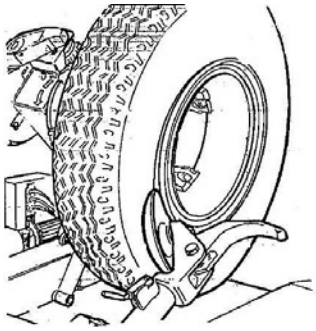

Рис. 7.19
7) Поместите разъемное кольцо на обод, а затем установите стопорное кольцо при помощи диска, как показано на рис. 7.19.
9) Установите стопорное кольцо на ободе при помощи диска, как показано на рис. 7.19. Установите подвес держателя инструмента в нерабочее положение и полностью закройте кулачки шпинделя. Поддерживайте колесо, чтобы оно не упало со шпинделя.